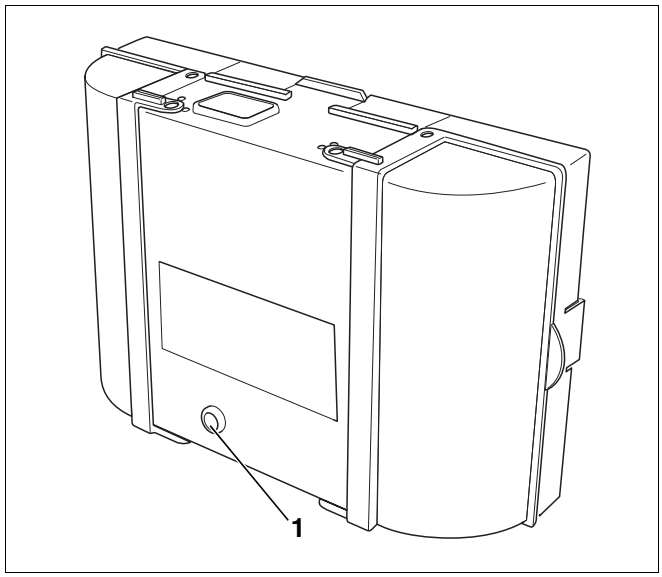

Abb. 42 SAFe 30 Entstörtaster mit LED
- Entstörtaster (Abb. 42, **Pos. 1**) länger als eine Sekunde drücken (entriegeln). Nach ca. fünf Sekunden geht der Brenner in den Anfahr- bzw. Betriebsmodus.